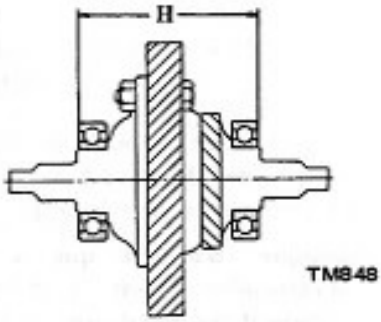

Fig. AT-89 Hauteur de roulement latéral
9. Avant de remonter le carter de différentiel complet, mesurer la hauteur de roulement "H" indiquée sur la figure AT-89. Après avoir choisi la cale appropriée, remonter le carter de différentiel complet.